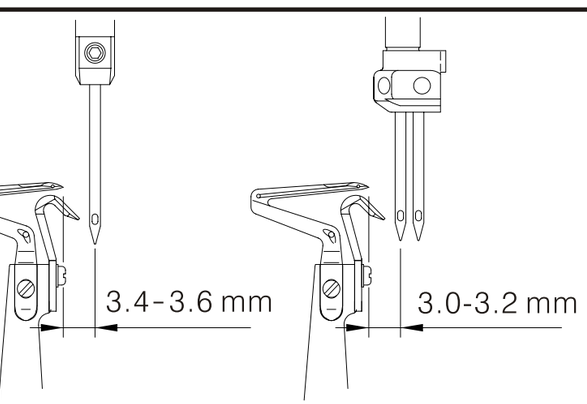

Fig. 3
(1) Cuando el bucleador inferior este en le punto muerto izquierdo, la distancia entre la punta del bucleadorr y centro de la aguja izquierda debe ser: (Fig. 3)